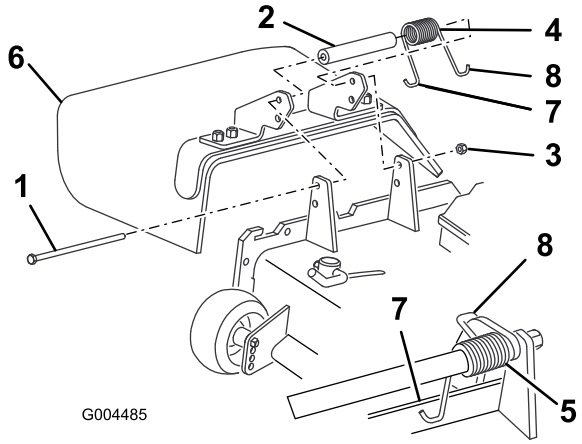

Figuur 71
2. Verwijder de borgmoer, bout, veer en afstandsstuk waarmee de bevestigingen van de grasgeleider vastzitten op de draaibeugels (Figuur 71). Verwijder een beschadigde of versleten grasgeleider.
3. Plaats het afstandsstuk en de veer tussen de beugels van de nieuwe grasgeleider (Figuur 71). Plaats het linker J-vormige haakeind van de veer achter de rand van het maaidek.
Opmerking: Zorg ervoor dat het linker J-vormige haakeind van de veer is geplaatst achter de rand van het maaidek voordat u de bout monteert, zoals wordt getoond in Figuur 71.
4. Monteer de bout en de moer. Plaats het rechter J-vormige haakeind van de veer om de grasgeleider (Figuur 71).